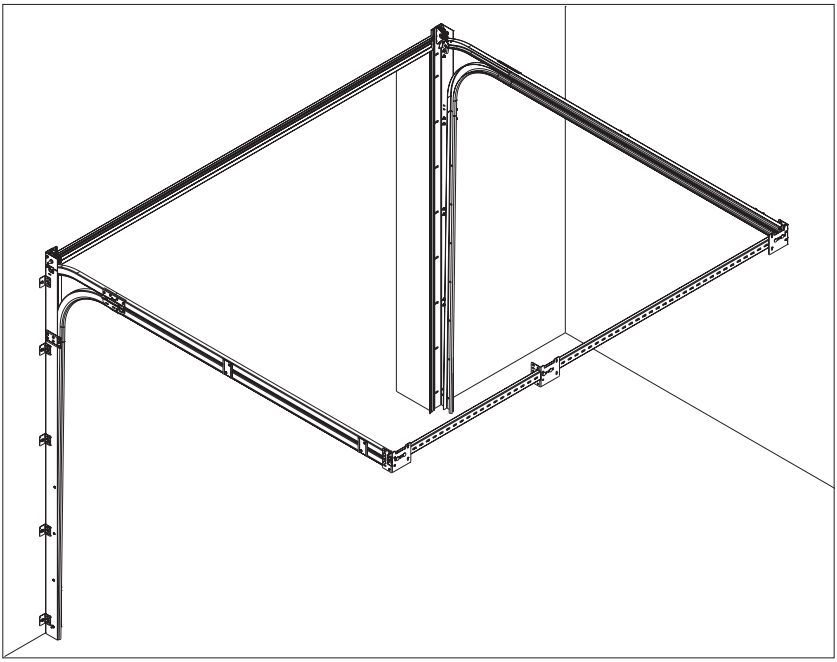

*Рис. 13.*
- Сборка и крепление горизонтальных направляющих к опорным стойкам показана на (рис.13)